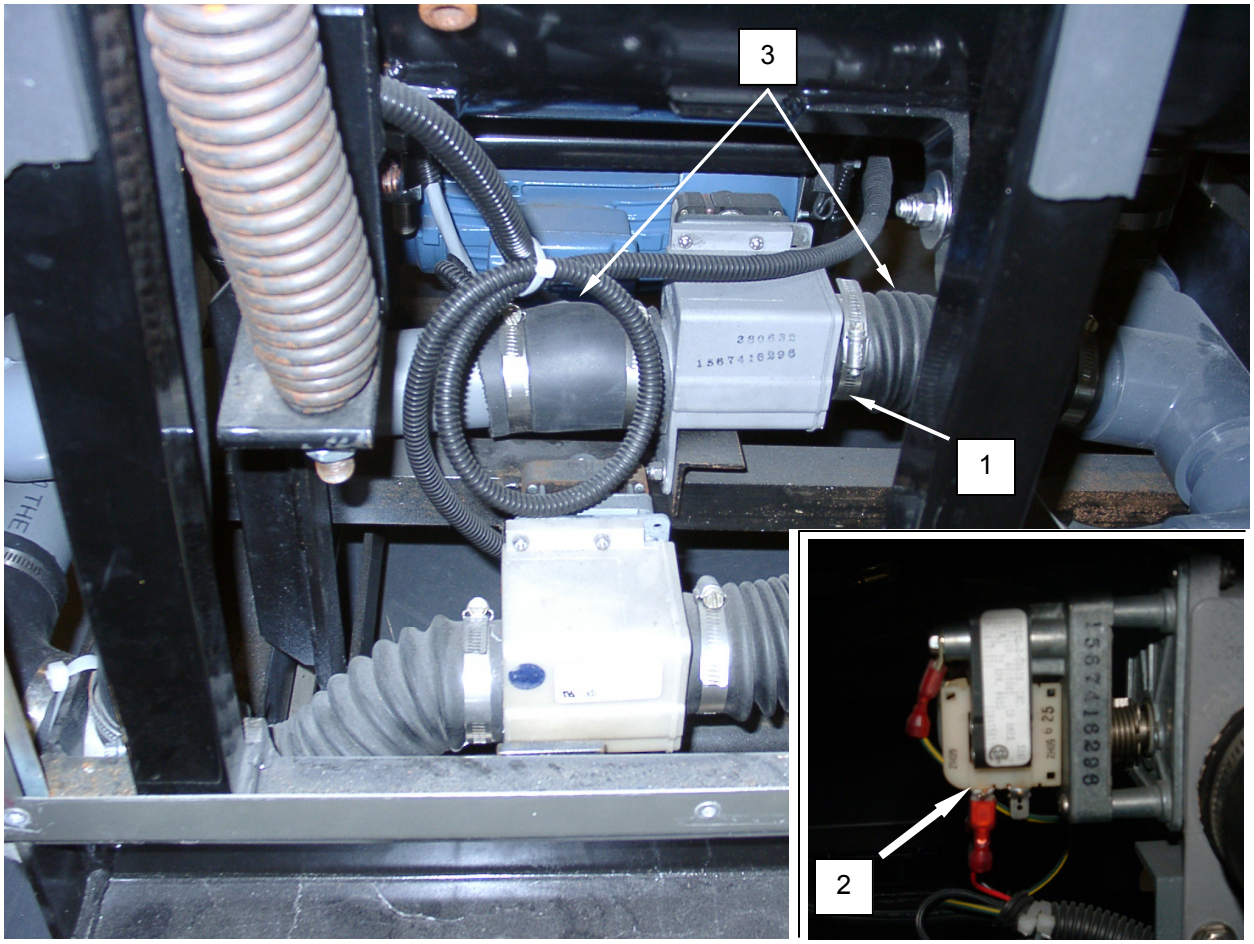

Figure 1. Test the Washer Reuse Drain Valve.
2. Tag and disconnect wiring from valve motor **(Figure 1, Item 1)**.
3. Use an ohmmeter to check for 100 to 120 ohms resistance between motor leads **(Figure 1, Item 2)**.
4. Use an ohmmeter to check for infinite resistance between each motor lead **(Figure 1, Item 2)** and ground.
5. Replace an open motor **(Figure 1, Item 1)** or a motor which has shorted to ground.
6. Loosen and remove the clamps retaining the hoses **(Figure 1, Item 3)** to the valve **(Figure 1, Item 1)** and remove the hoses.
7. Ensure the valve **(Figure 1, Item 1)** opens and closes completely and is free of obstructions.
9. Install hoses **(Figure 1, Item 3)** onto valve **(Figure 1, Item 1)** and retain with clamps.